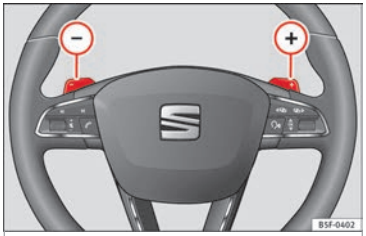

Bild 204 Ratt med två vippbrytare för Tiptronic
- Vid **D** eller **S** flyttar du rattens vippbrytare **»» bild 204**.
- Dra den högra brytaren ⊕ **»» bild 204** mot ratten för att växla upp ett steg.
- Dra den vänstra brytaren ⊖ **»» bild 204** mot ratten för att växla ner ett steg.
- **ELLER:** växla ner med hjälp av vippbrytarna på ratten **»» bild 204 »» sidan 191**.